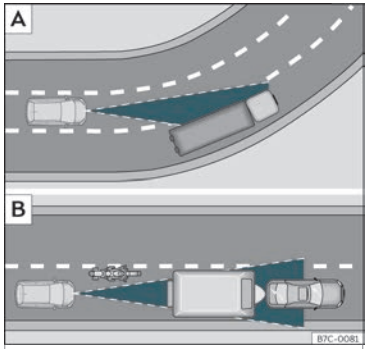

Abb. 154 A Fahrzeug in einer Kurve. B Vorausfahrender Motorradfahrer außerhalb des Erfassungsbereichs des Radarsensors.
Es ist möglich, dass die ACC das vorausfahrende Fahrzeug in der Kurve nicht erkennt oder die Entfernung mit Fahrzeugen, die sich auf anderen Fahrspuren befinden, einstellt ››› **Abb. 154** A.
- Versetzt fahrende Fahrzeuge oder Fahrzeuge, die außerhalb des Erkennungsbereichs des Sensors fahren, z. B. Motorräder. ››› **Abb. 154** B